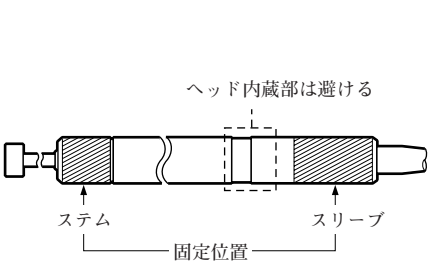

図1.取付固定位置
- 本測長ユニットの取付位置は、ステムおよびスリーブの位置 (図1の斜線部) です。機銘ラベルの部分にはヘッドが内蔵されていますので、この部分は絶対に固定しないでください。